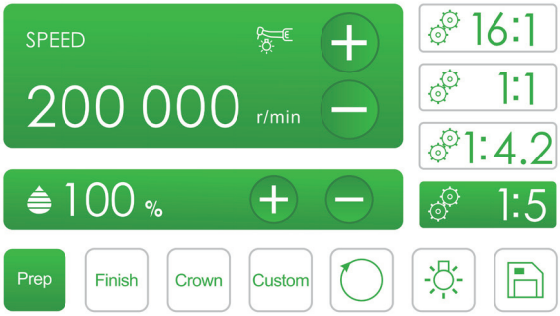

Figure 5
5.2 Turn on the power switch on the main unit, the screen will display and enter the main control interface (Figure 5).